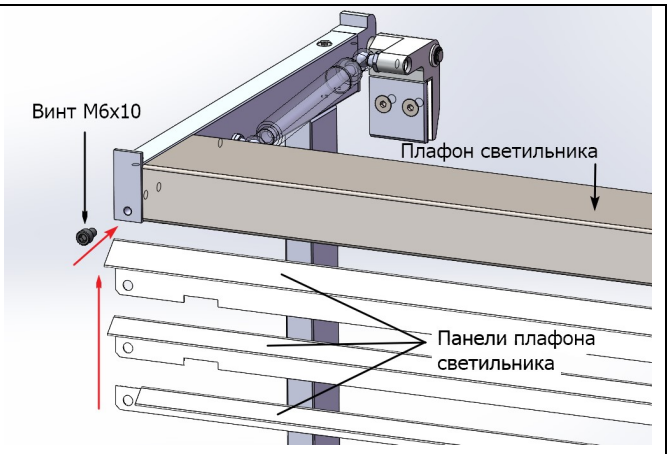

рис.4
3. Панели плафона светильника установить при помощи винтов М6х10, рис. 4.